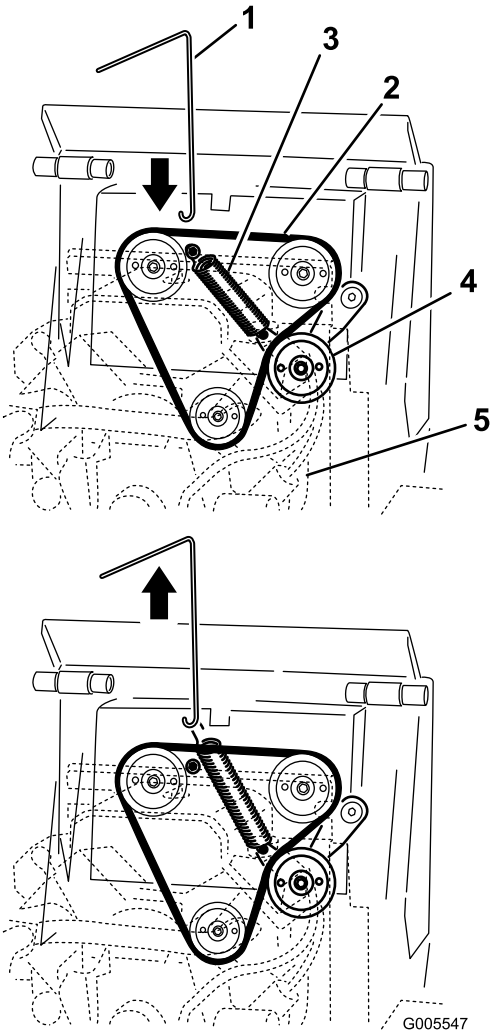

Figur 47
3. Koppla fjäderborttagningsverktygets krok till kroken på mellanremskivans fjäder, och ta bort fjädern från tappen i enlighet med Figur 47.